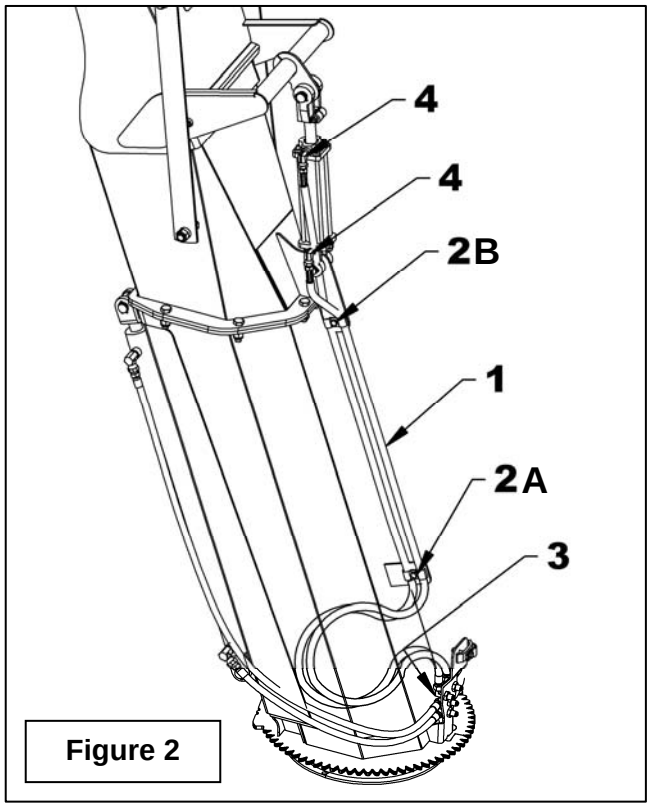

Figure 2
3. **Figure 2:** Sur la base de la partie télescopique, desserrer le boulon hex (item 2A) de la crampe à boyau afin de glisser les boyaux (item1).
4. **Figure 2:** Retirer la crampe sur la chute 3 parties en dévissant le boulon (item 2B) et passer les boyaux (item 1) sous la crampe. Fixer à l'aide du boulon (item 2B) et de l'écrou à bague de nylon en serrant légèrement.
5. **Figure 2:** En utilisant du scellant à filet, fixer les boyaux aux deux coudes 90° (items 4) du cylindre.
6. Resserrer les deux boulons (items 2A-2B) en laissant le surplus des longueurs des boyaux à la base de la partie télescopique, tel qu'illustré afin de permettre le mouvement d'élongation de la chute.